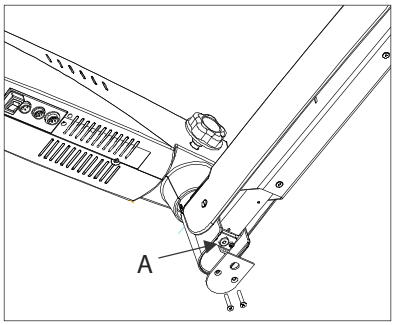

Fig. 20
3. Utilisez une clé hexagonale de 8 mm sur le boulon (A) indiqué dans la figure 20 et tournez-la dans le sens horaire pour augmenter la tension souhaitée sur le ressort à gaz.